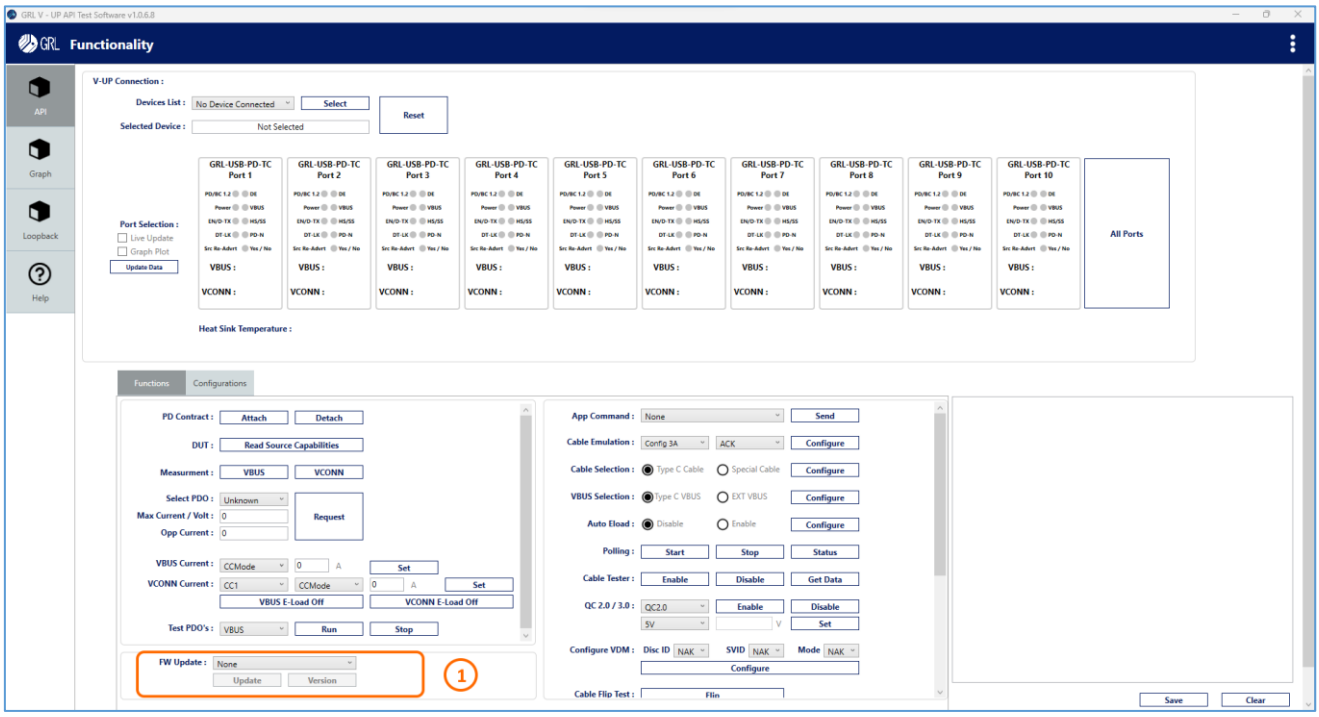

Figure 6. GRL-V-UP API Test Software Firmware Update Field
- (1) in Figure 6 above indicates the field to perform firmware updates in the GRL-V-UP API software.